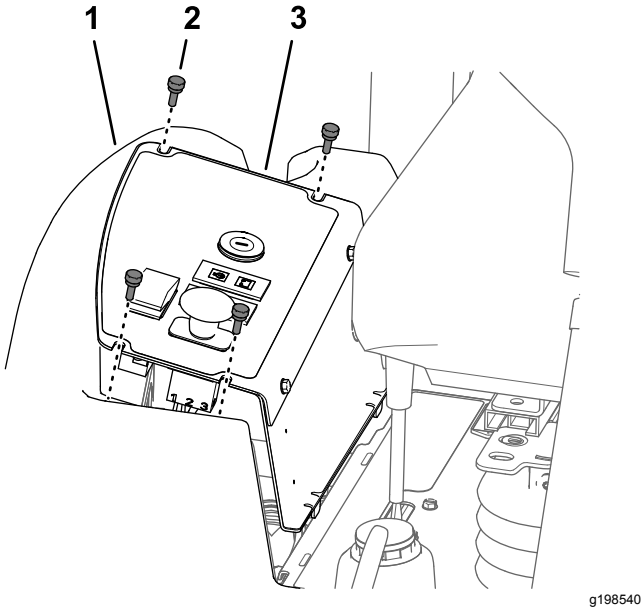

**Figur 54**
1. Fjern de fire fingerskruer, der fastgør kontrolpanelets plade til brændstoftanken (Figur 54).
2. Løft kontrolpanelets plade op (Figur 54).
3. Tilret hullerne i toppen af kontrolpanelets plade med hullerne i flangen på brændstoftanken (Figur 54).
4. Monter kontrolpanelets plade på flangen på brændstoftanken med de fire fingerskruer (Figur 54), du fjernede i trin 1 i Afmontering af kontrolpanelets plade (side 50).